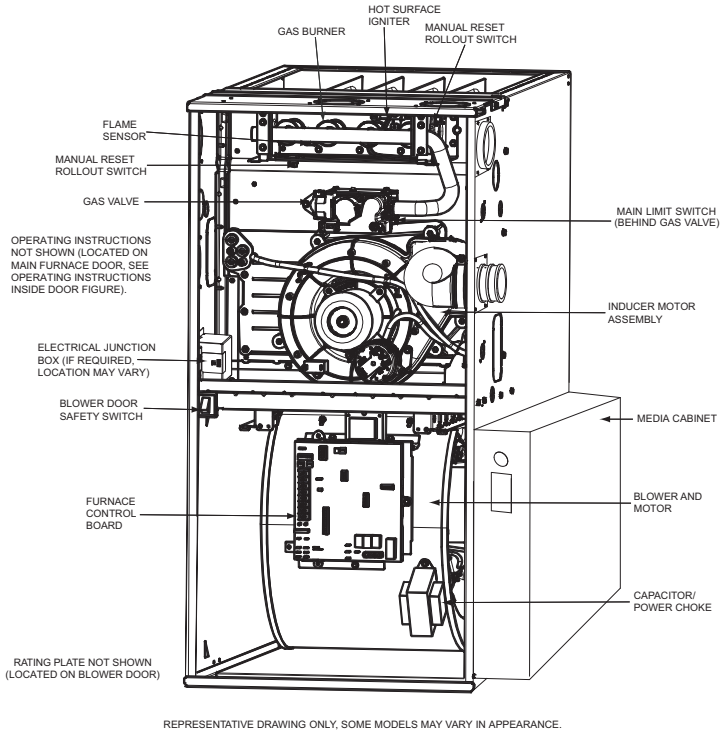

Fig. 1 - Component Location
1. Disconnect the gas pipe from gas valve and remove pipe from the furnace casing. See Fig. 1.